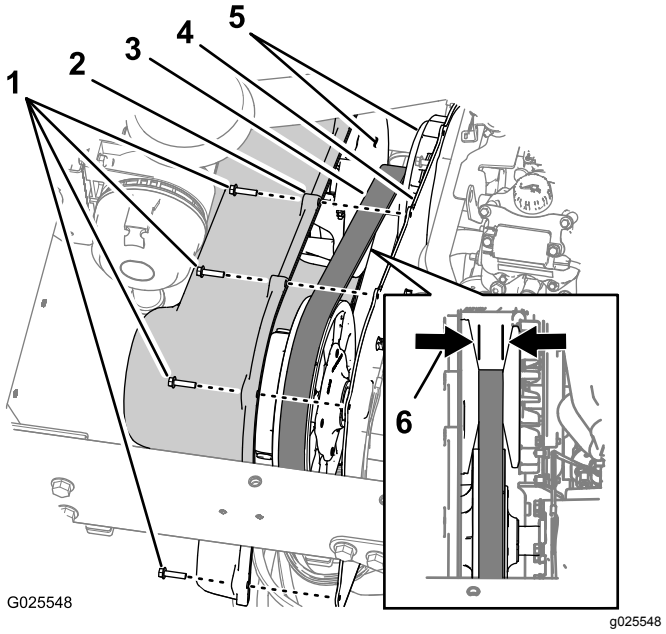

Figur 63
1. Fjern de ni sekskantede bolte (¼" x 1"), der fastgør transmissionsdækslet til monteringspladen på transmissionen (Figur 63).
2. Flyt dækslet fremad, indtil du kan se drivremmen (Figur 63).
3. Kontrollér de koniske overflader på den primære kobling for tegn på skader (Figur 63).
4. Kontrollér drivremmen for manglende eller beskadigede tænder (Figur 63).
5. Mål omkring remmen, og noter rembredden (Figur 63).
Bemærk: Hvis remmens bredde er 29,5 mm eller derunder, skal remmen udskiftes (Figur 63).
6. Ret hullerne i transmissionsdækslet ind efter hullerne i monteringspladen (Figur 63).
7. Fastgør dækslet til monteringspladen (Figur 63) med de ni sekskantede bolte (¼" x 1"), som du fjernede i trin 1, og tilspænd boltene til 10,2-12,4 N·m.